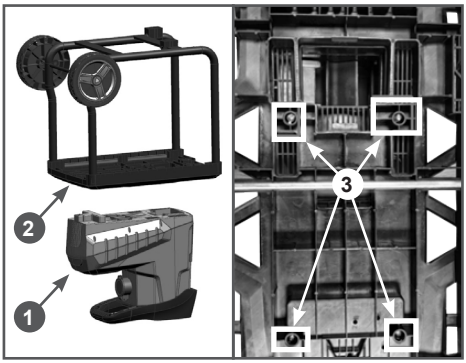

Рис. 5 Соединение опоры и корпуса измельчителя
4. Переверните корпус 1 измельчителя и установите его на ровную устойчивую поверхность. Установите опору 2 на корпус и закрепите ее шурупами через отверстия 3 (Рис. 5).